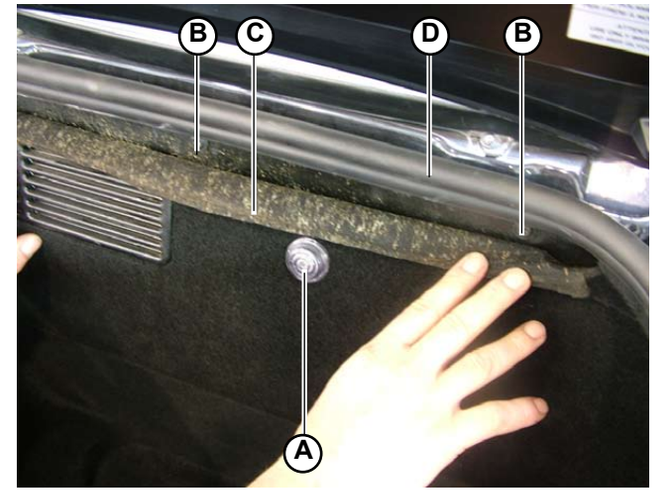

Fig.5
1. Connect the luggage compartment light connection (**A-Fig.5**).
3. Fix the lid using the 3 screws (**B-Fig.5**).
4. Insert the upholstery (**C-Fig.5**) under the gasket (**D-Fig.5**) on the upper part.